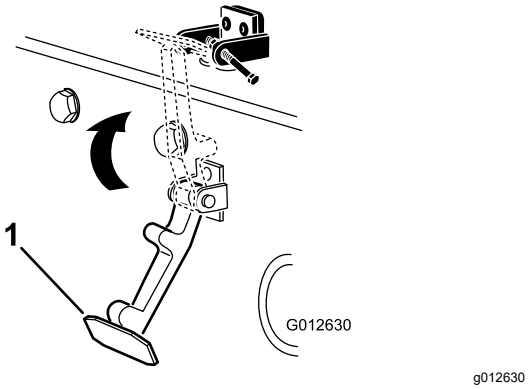

**Figuur 6**
7. Haak de sluiting op de vergrendelbeugel van de motorkap (Figuur 6).